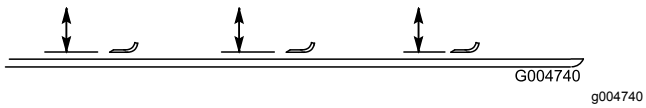

Figur 111
2. Drej kniven, indtil enderne vender fremad og bagud (Figur 111). Mål fra klippeenhedens indvendige skær til skæret foran på kniven. Husk dette mål.